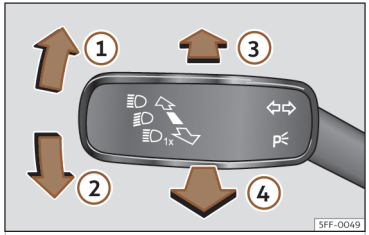

Fig. 100 Palanca de intermitentes y de luz de carretera (según versiones).
- Desde la posición base, pulse hacia delante la palanca de los intermitentes y luz de carretera ››› fig. 100 ③.
- **O BIEN:** si el asistente de luz de carretera está conectado, tire hacia atrás de la palanca de los intermitentes y de luz de carretera ››› fig. 100 ④.